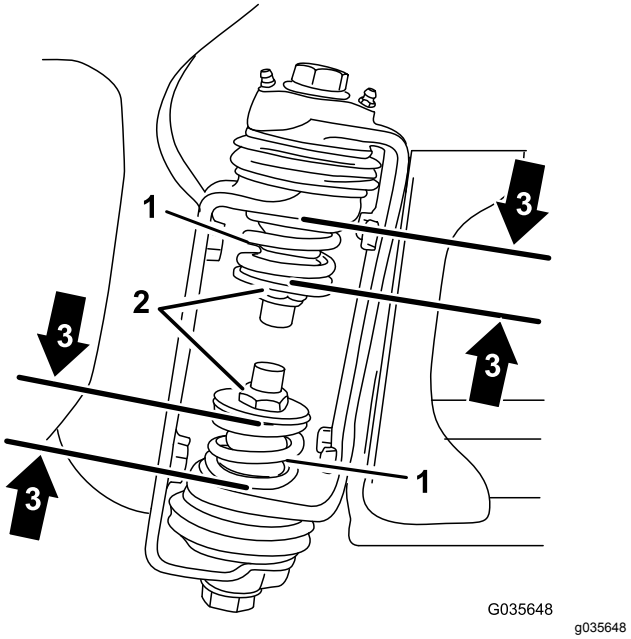

Rysunek 4
3. Po rozłożeniu wysięgników zmierz stopień ściśnięcia górnych i dolnych sprężyn przy przegubach wysięgników (Rysunek 4).